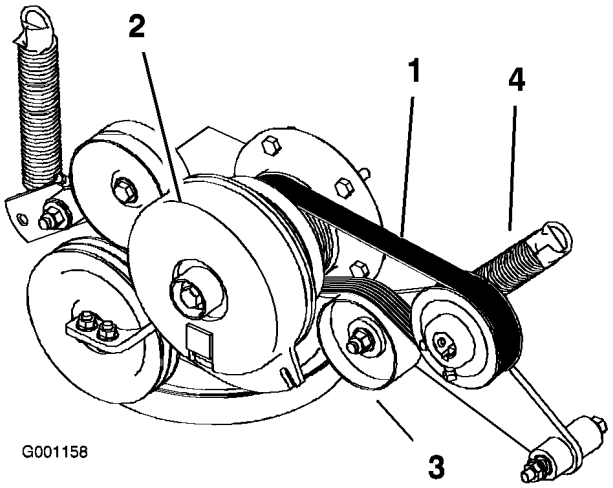

Figur 60
3. Demontera fjädern på remskivarmen (Figur 60).
4. Montera den nya remmen runt motorns och hydropumpens remskiva (Figur 60).
6. Montera fjädern på remskivearmen (Figur 60).